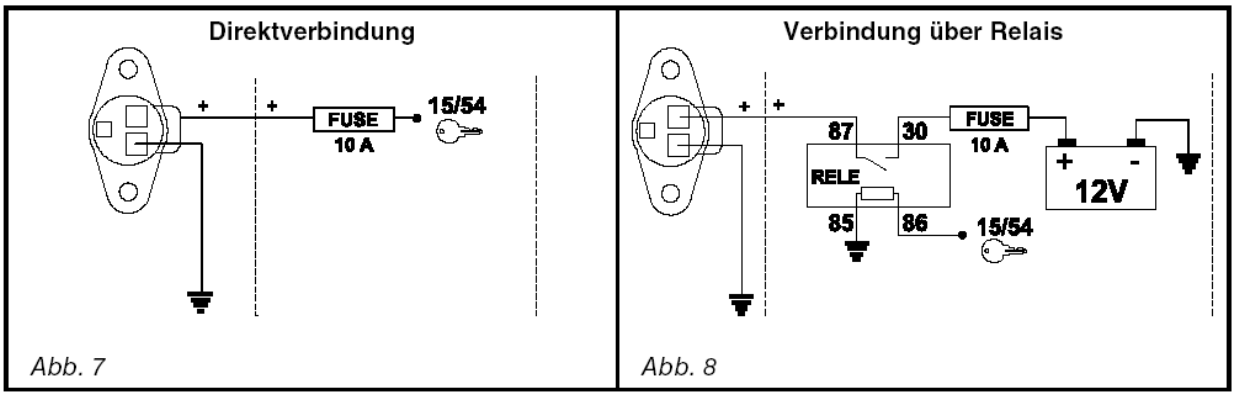

Abb. 7 Abb. 8
- mittels Direktverbindung zur Schlüsselschaltung (15/54) gemäß Abb. 7.
Sollte der Kontakt 15/54 (Service) des Einschaltschlüssels eine Dauerbelastung von 10A aushalten, muss in der Versorgungsleitung trotzdem eine Sicherung von 10A eingebaut werden (Abb. 7). Andernfalls gemäß Abb. 8 ein Relais einfügen und die Leitung auf jeden Fall mit einer 10A-Sicherung schützen.